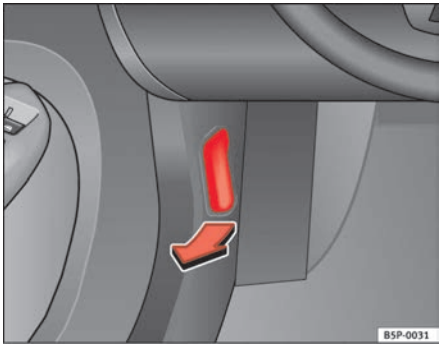

Fig. 162 Detail of foot-well area on driver's side: lever for unlocking the bonnet.
– To release the bonnet, pull the lever under the dashboard ⇒ fig. 162 in the direction indicated (arrow). The bonnet will be released by a spring action ⇒ ⚠.